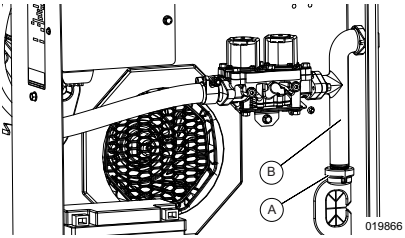

Figure 4-9. Cleaning the Sediment Trap
5. See ***Figure 4-9***. Unscrew and remove cap (A).